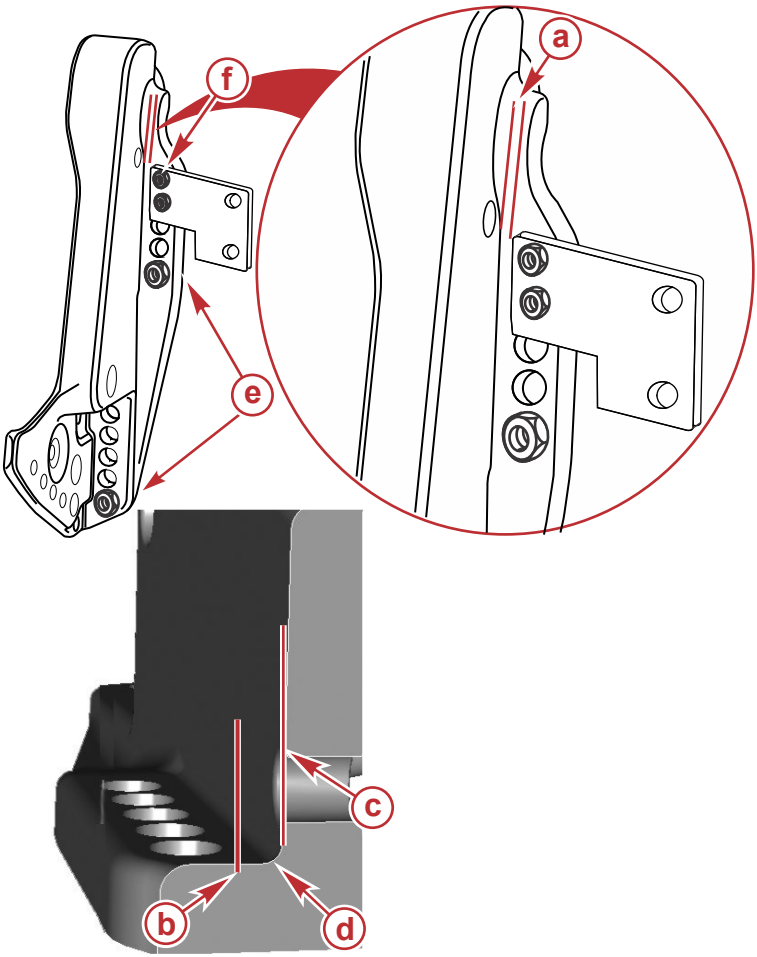

図 1
エンジンの取り付け手順に従ってエンジンをトランサムまたはジャックプレートに取り付けたら、トランサムクランプブラケットの未使用のボルト穴を使ってボートに付属品を取り付けることができます (図1 参照)。
- 付属品の取り付けの際には、付属品取り付けプレートがトランサムクランプブラケットの丸みを帯びた部分にぶつからないように取り付けてください。図1 を参照してください。